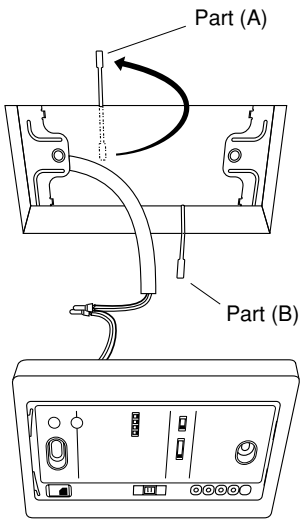

**Fig. 11-27**
4. Use bracket parts (A) and (B) to securely grip the ceiling material. (Fig. 11-27)